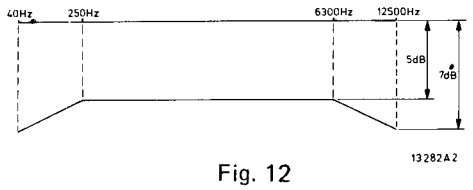

Fig. 12
- Beim Abspielen der Testcassette TC-QFR sollen die Frequenzen zwischen 40 Hz und 12.500 Hz innerhalb der Graphik Abb. 12 liegen (in Stellung CrO_2).